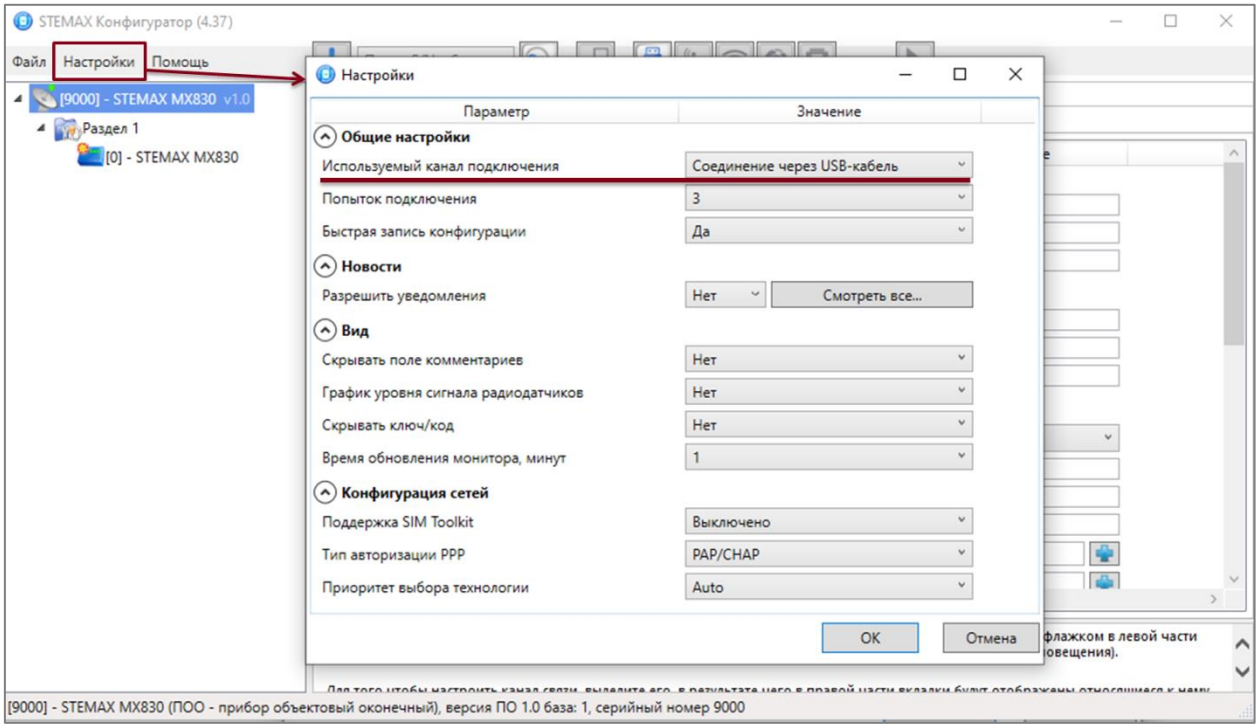

Рисунок 4.9 — Окно *Настройки*
Чтобы выбрать метод соединения, в окне *Настройки* выберите необходимый вариант в раскрывающемся списке *Используемый канал подключения* (см. рисунок 4.9) **или** нажмите соответствующую кнопку в основном окне программы (см. рисунок 4.10). В окне *Настройки* может быть выбрано количество попыток подключения (в соответствующем раскрывающемся списке).
1) Откройте окно *Настройки* (см. рисунок 4.9).